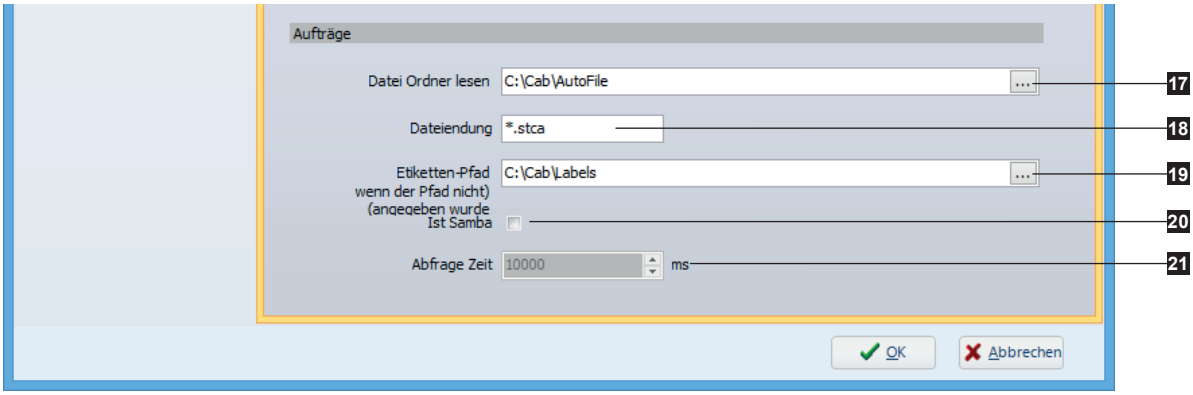

Bild 36 Abschnitt Aufträge
- ▶ Gewünschte Sprache(n) (1) aus der Liste auswählen (▷ Bild 36).
- ▶ Anzuwendende Formatoption (2) wählen : fett, kursiv, unterstrichen, Kleinbuchstaben, Großbuchstaben, Schriftfarbe.
- ▶ Auswahl mit OK bestätigen (3).